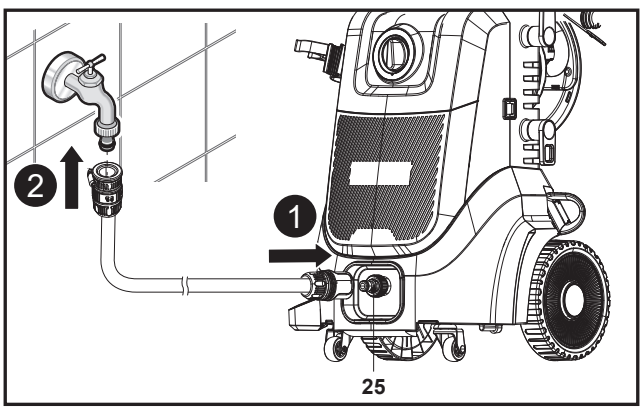

Fig. 10
2. Ligue a mangueira de jardim ao adaptador de entrada de água (25) no conetor de entrada de água (10) da máquina (Fig. 10, passo 1). Utilize sempre uma união padrão para a entrada de água. O comprimento da mangueira não pode ser superior a 8 m para um funcionamento adequado.
3. Ligue a outra extremidade da mangueira de jardim a um fornecimento de água (Fig. 10, passo 2).